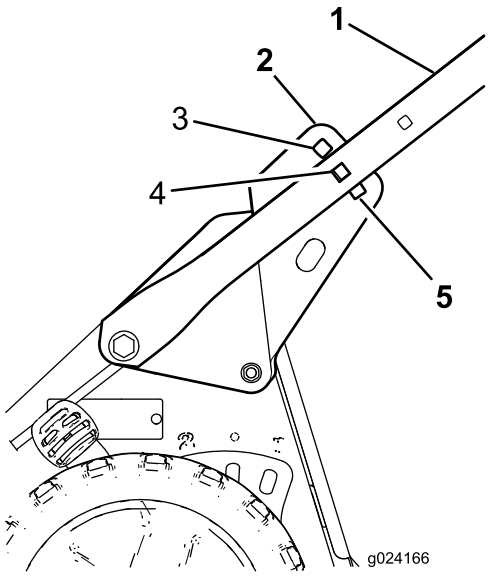

Figur 4
4. Stå i körposition bakom maskinen för att ta reda på vilken handtagshöjd som är mest bekväm för dig (Figur 4).